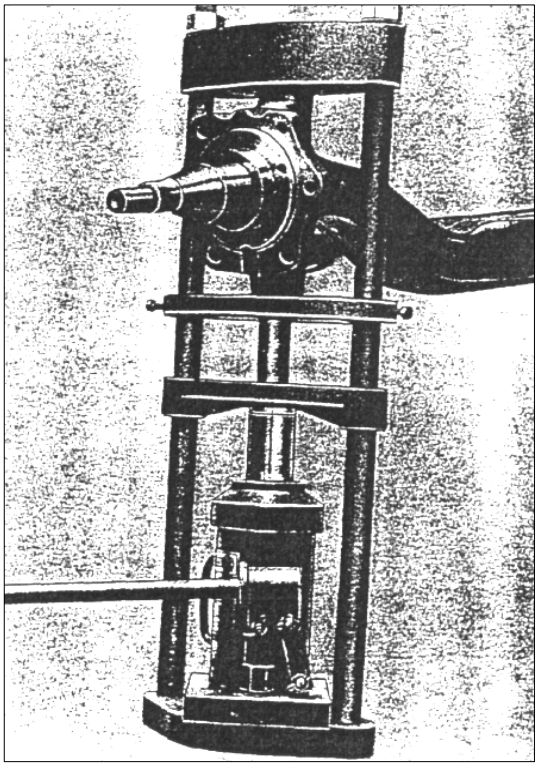

РИС. 290
8) Установите специальное приспособление, 321 589 1233, с гидравлическим домкратом на поворотной цапфе. Используя наставки, выдавите поворотный шкворень (см. рис.290).